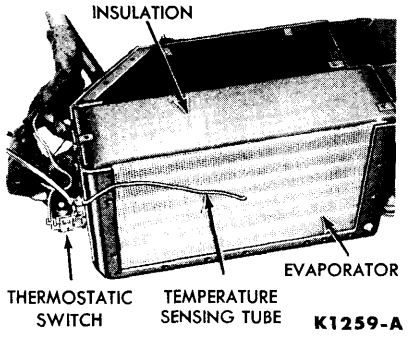

FIG. 23—Evaporator Removal
6. Push the temperature sensing tube into the evaporator approximately 4 inches (Fig. 23).
2. Remove the expansion valve and the top cover (Fig. 23). Pull the thermostatic switch sensing tube from the evaporator core.